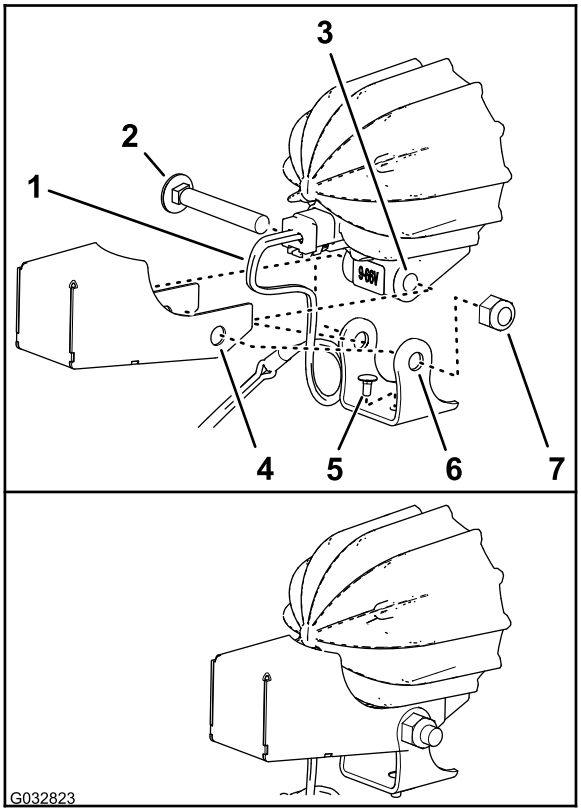

Bild 11
3. Entfernen Sie (falls montiert) die lange Schlossschraube und Mutter, mit denen die Befestigungshalterung am Rahmen der LED-Lampe befestigt ist (Bild 11).
4. Stellen Sie sicher, dass die kurze Schlossschraube durch das Loch an der Unterseite der Befestigungshalterung gesteckt ist, wie in Bild 11 abgebildet.
5. Fluchten Sie die Löcher im Schutzblech und der Befestigungshalterung mit den Löchern im Rahmen der LED-Lampe aus, wie in Bild 11 abgebildet.
6. Befestigen Sie das Schutzblech und die Befestigungshalterung mit der Schlossschraube und der Mutter am Rahmen der LED-Lampe (Bild 11).